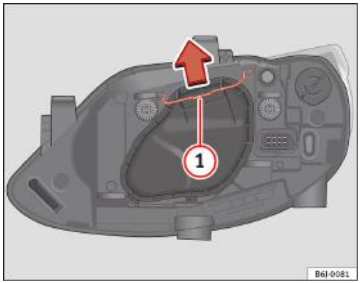

Fig. 153 Faza scurtă / faza lungă, farul simplu
– Deplasați banda de fixare ⇒fig. 153 (1) în direcția indicată de săgeată şi scoateți capacul.